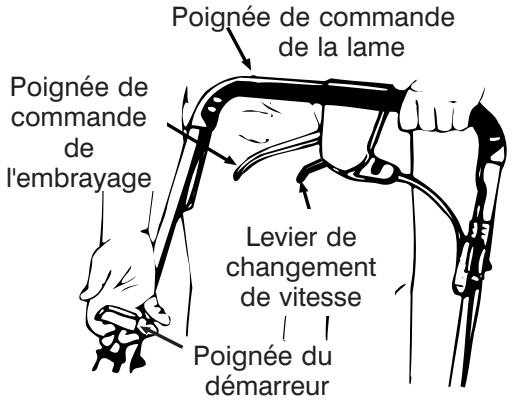

Figure 9 - DÉMARREUR À LANCEUR
- Prenez la poignée du démarreur à lanceur de la façon illustrée et tirez-la lentement jusqu'à ce que vous sentiez une légère résistance. Tirez alors rapidement pour faire démarrer le moteur et pour éviter le recul. Laissez la poignée revenir lentement jusqu'au boulon de guidage de la corde. Voir la Figure 9.
- Pour enclencher l'entraînement, pressez la poignée de commande de l'embrayage vers la poignée de commande de la lame. Voir la Figure 9. Lâchez la commande de l'embrayage pour ralentir pour contourner un obstacle, tourner ou pour arrêter.
- Le levier de changement de vitesse se trouve sur le boîtier de la commande d'embrayage de l'entraînement, sur le guidon supérieur. Voir la Figure 9. Il sert à choisir la vitesse de déplacement de la tondeuse. Lâchez la commande d'embrayage de l'entraînement pour changer de vitesse.
- Placez-vous derrière la tondeuse, appuyez sur la commande d'embrayage de la lame et pressez-la contre le guidon supérieur, comme à la Figure 9. Vérifiez que la poignée de l'entraînement est relâchée.